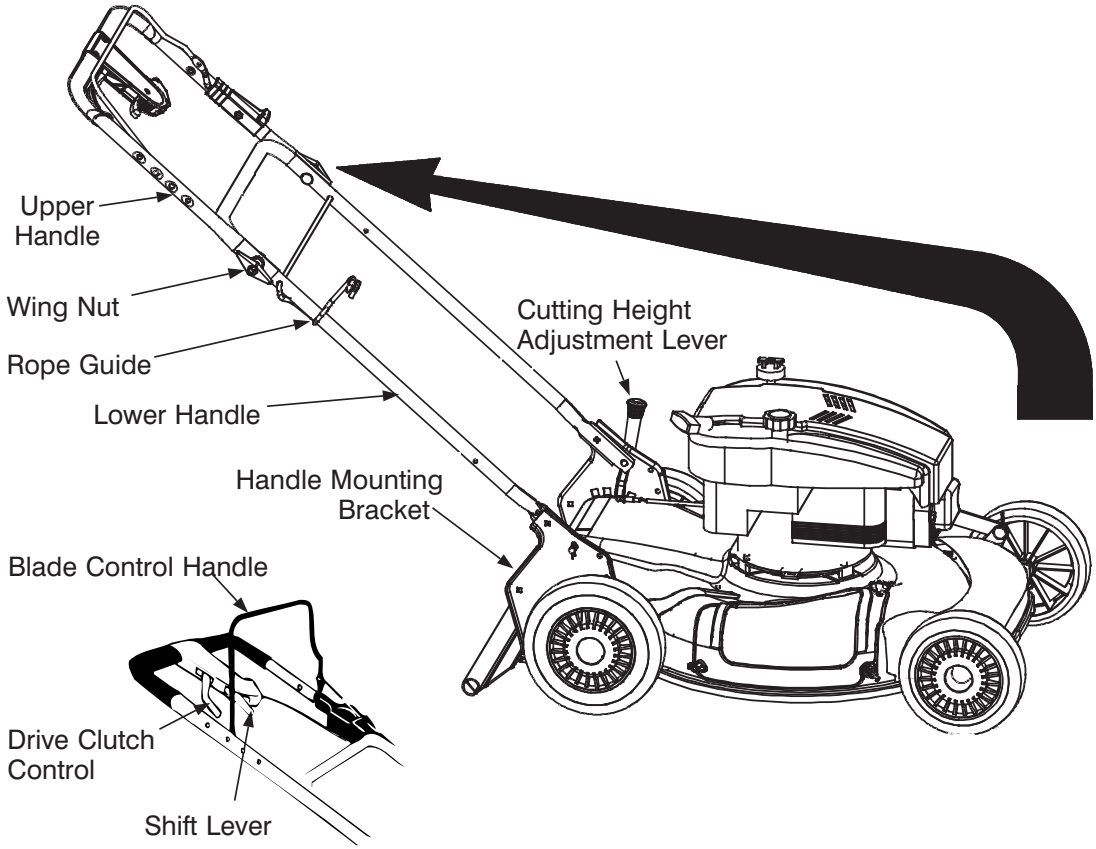

Figure 1
- Pull up and back on the upper handle to raise the handle into the operating position. See Figure 1. Make certain the lower handle is seated securely into the handle mounting brackets. Tighten the wing nuts on each side of the handle. See Figure 2.
The blade control handle is located on the upper handle of the mower. See Figure 1. The blade control handle must be depressed in order to operate the unit. Release the blade control handle to stop the engine and blade.
The shift lever is located on the drive clutch control housing on the upper handle. See Figure 1. This lever is used to select the forward speed of the mower. When changing your speed selection, release the drive clutch control.